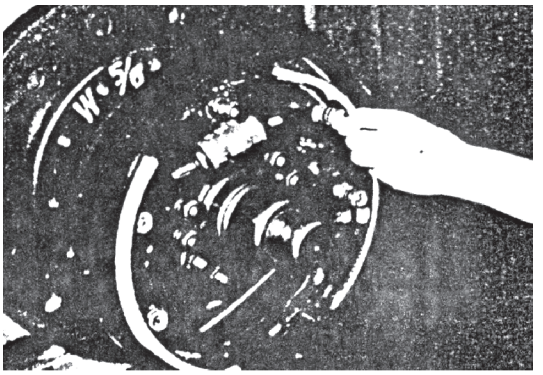

Fig. 8-23
(6) Install shoes on the backing plate with hold-down springs. However, hold-down spring at the secondary shoe lower part should be fitted only after the spring seat and adjusting lever are properly mounted. Make sure the spring seat settles snugly in the shoe and the adjusting lever holes. (See Fig.8-23)